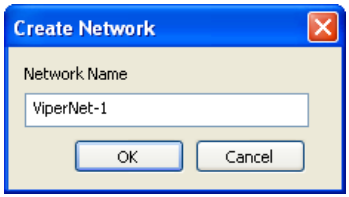

Figure 3-44 Create Network dialog
2. In the Create Network dialog that opens (figure 3-44), enter a **Network Name** and click **OK**.